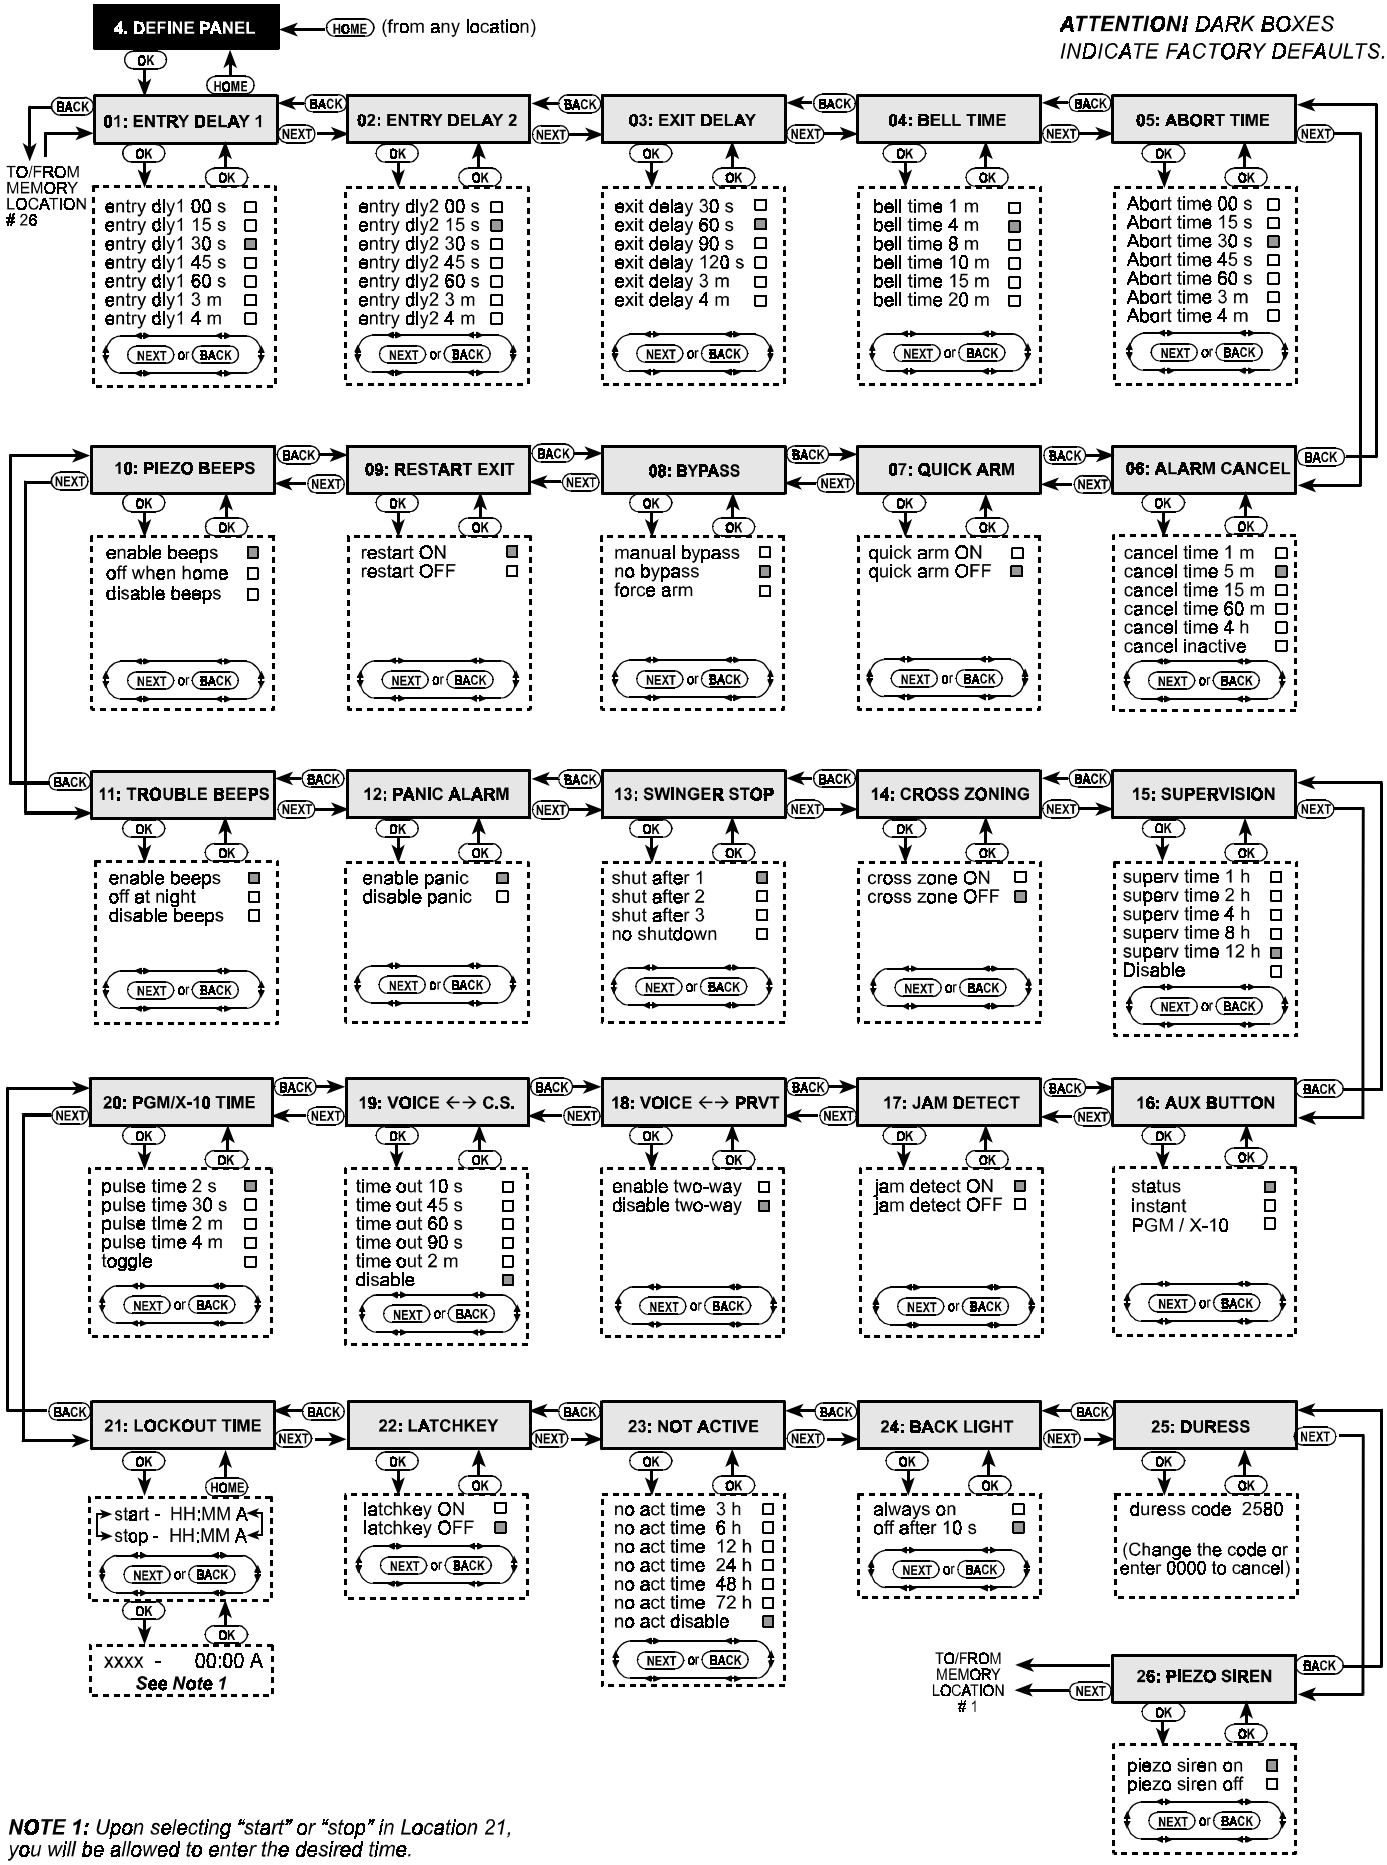

Figure 4. *DEFINE PANEL Flow Chart*
Should you wish to obtain an overall view of the entire programming process, refer to the programming chart in Figure 4. You may even use the chart as your only guide along the programming process, instead of going through the written step-by-step procedure.
- Click <**NEXT**> or <**BACK**> until you reach the memory location you wish to access (see rectangles **01** to **26** in Figure 4).